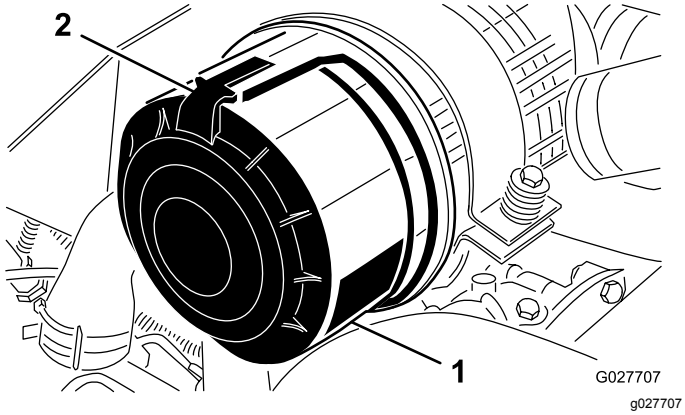

Rysunek 61
1. Zwolnij zaczepy mocujące pokrywę filtra powietrza do obudowy filtra powietrza (Rysunek 61).